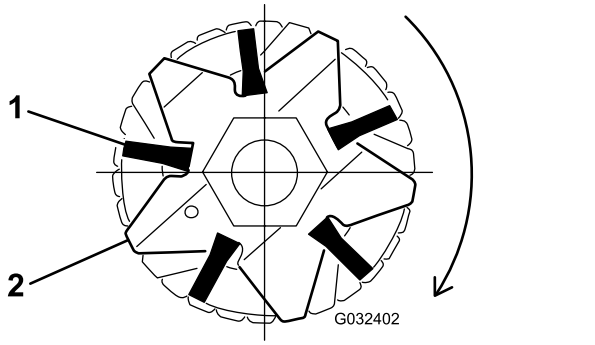

Рисунок 18
4. Убедитесь, что щетина точно установлена в пазы ножей механической щетки (Рисунок 16 и Рисунок 18).
5. Оберните крепежные ленты, не натягивая их, как показано на Рисунок 16, вокруг вала барабана механической щетки и щетины, вставляя ленты в канавки щетины Рисунок 18.